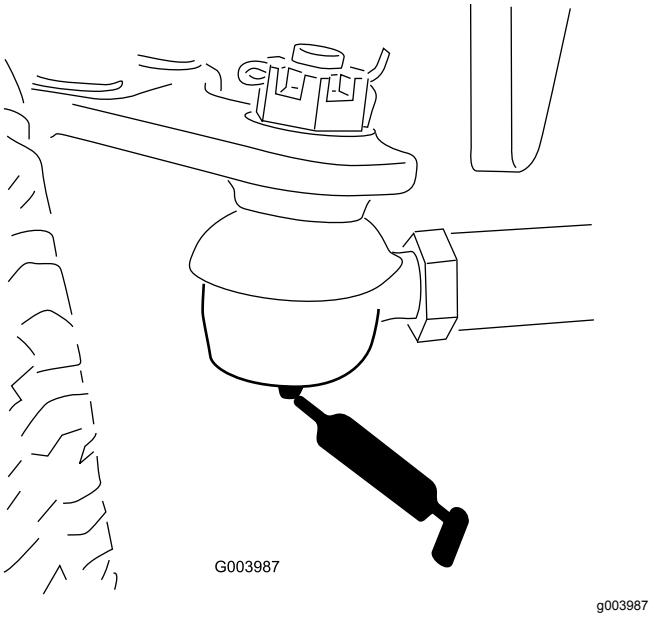

Figur 48
- Bagakslens forbindelsesstang (2) (Figur 48)